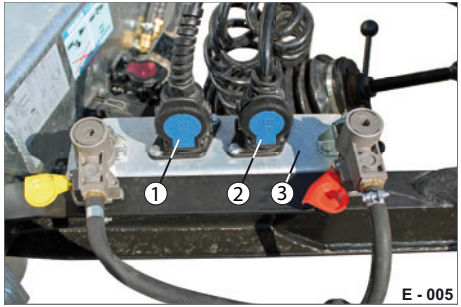

Abb. 5 Parkposition an Zugdeichsel
▶ Ziehen Sie den Stecker aus der Parkdose (Abb. 5/2) und stecken Sie den Stecker (15-polig) an der Zugmaschine ein.
▶ Ziehen Sie den Stecker aus der Parkdose (Abb. 5/1) und stecken Sie den Stecker (7-polig) an der Zugmaschine ein.